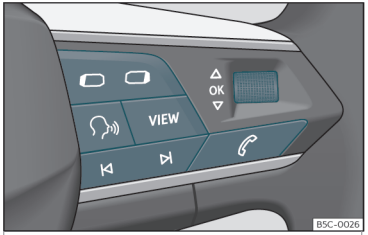

Fig. 56 Right side of the multifunction steering wheel: buttons to the menus and information displays on the instrument panel.
As long as a priority 1>>> **page 70** warning is active, it will not be possible to access any menu. Some warnings can be confirmed and hidden with the button **OK** of the multifunction steering wheel>>> **Fig. 56** .
- If a message or vehicle symbol is displayed, press the button **OK**>>> **Fig. 56** ; if necessary, several times.
- To change menus, use buttons ▭ or ▭ >>> **Fig. 56**.
- To open the menu or the information displayed, press the button **OK**>>> **Fig. 56** or wait
- In the menu displayed, turn the right thumbwheel of the multifunction steering wheel>>> **Fig. 56** until the desired option of the menu is highlighted. The option appears framed.
- Press the button OK>>> **Fig. 56** to make the required modifications. A mark indicates that the system or function is activated.